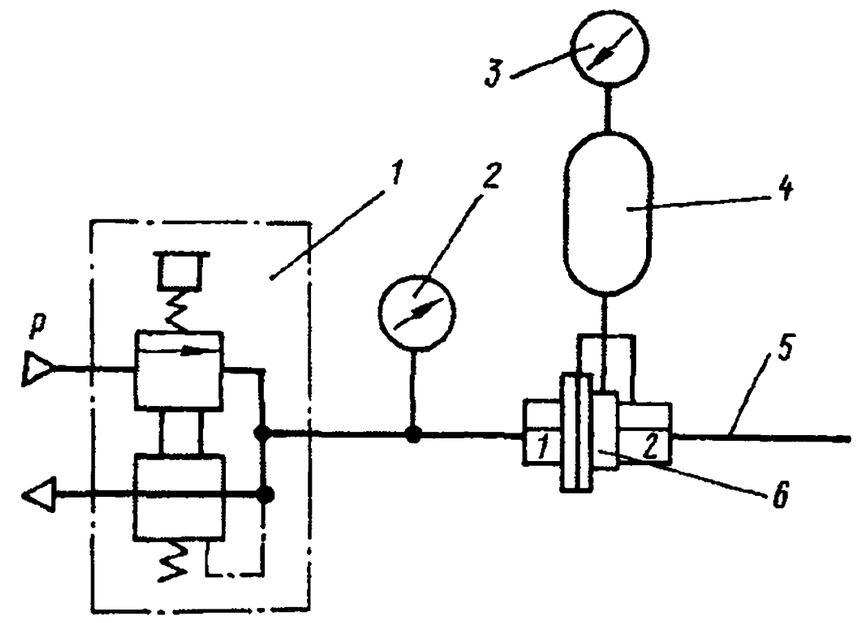

Рис. 316. Схема подключения двухмагистрального клапана:
1. Подключите прибор *6* по схеме, изображенной на рис. 316.